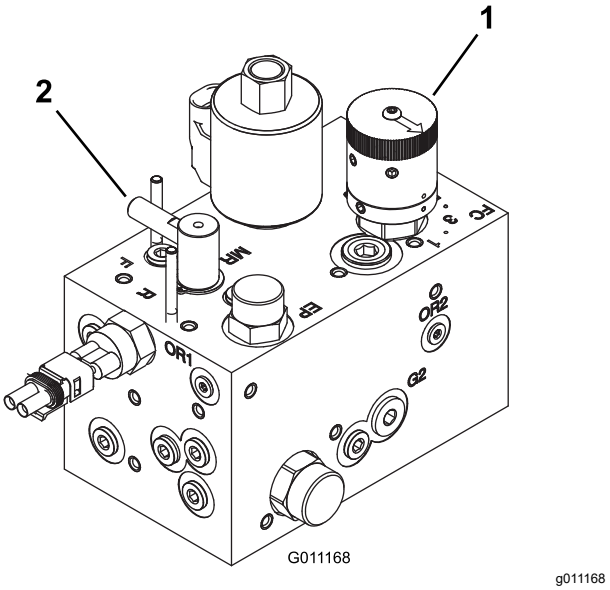

Rysunek 39
3. Pokrętem regulacji obrotów wrzecion (Rysunek 39) ustaw obroty oznaczone liczbą odczytaną w kroku 1.